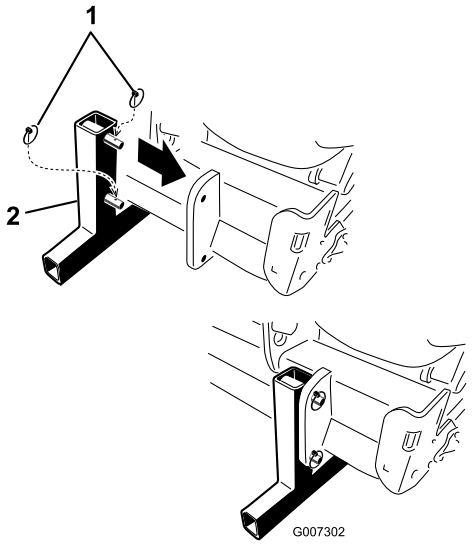

Figur 39
5. Monter støttebenene, og fastgør dybdelufteren med ringstifter (Figur 39).